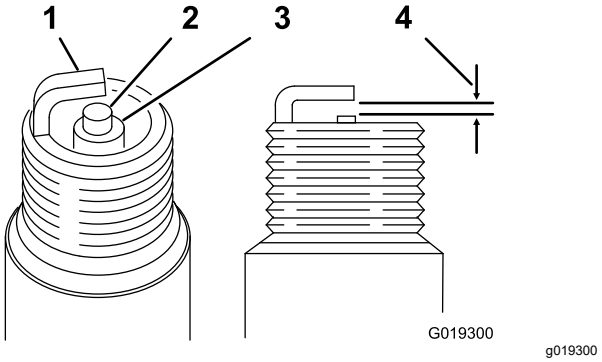

Rysunek 44
5. Dla każdej świecy zapłonowej ustaw odstęp 0,76 mm między elektrodą środkową a elektrodą boczną; patrz Rysunek 44. Po ustawieniu prawidłowej przerwy iskrowej wkręć świece z uszczelkami i dokręć je momentem 22 Nm.